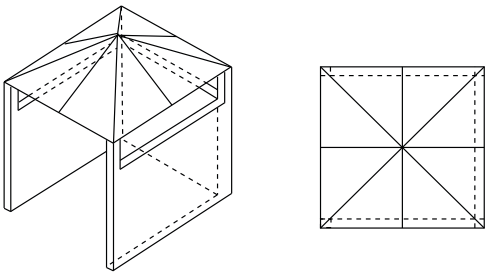

Fig. 01g - Open side at least 25% of total wall area. 30% or more in total of the remaining wall area is open and unrestricted.
- At least 30% of the remaining wall area is open and unrestricted. See Figs. 01g & 01h.